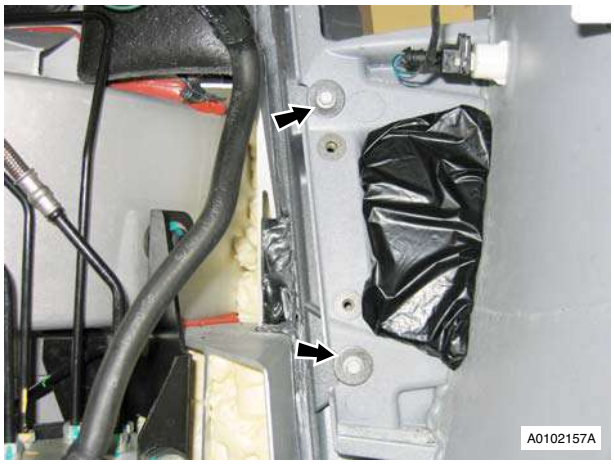

Figure 5
7. Remove bolts and spacers (x2) under wing (see Figure 5).